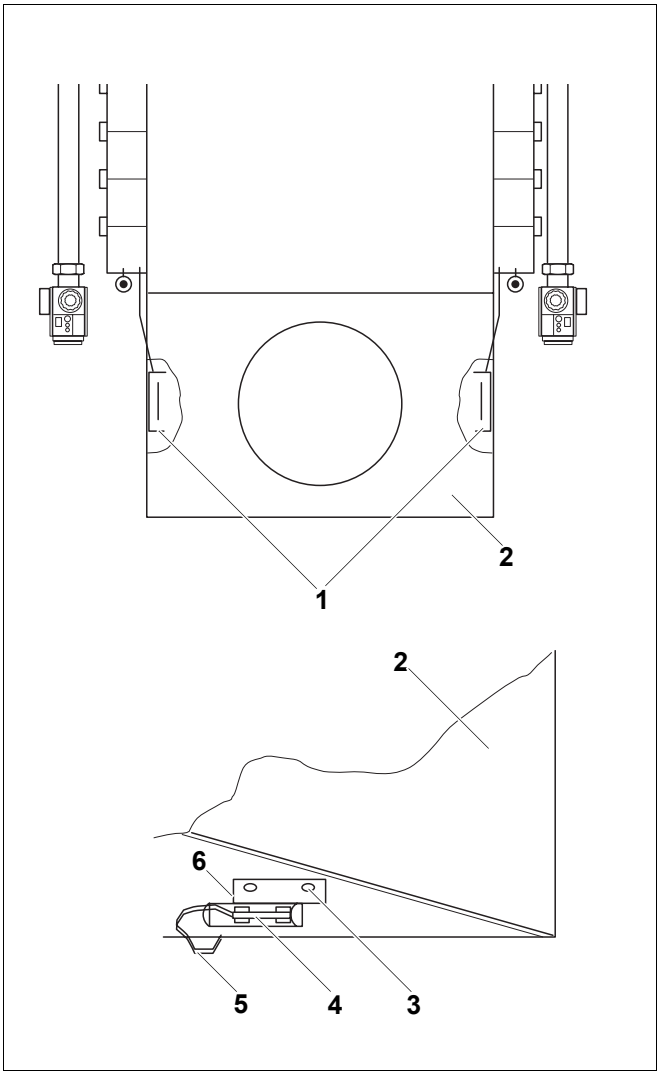

Rys. 72 Montaż czujnika zaniku ciągu kominowego
- Zamocować dwa wsporniki czujnika temperatury spalin (rys. 72, **poz. 1**) z lewej i z prawej strony wewnątrz przerywacza (rys. 72, **poz. 2**) w przewidzianych do tego otworach, mocując śruby (rys. 72, **poz. 3**) od zewnątrz.
- Przewód czujnika temperatury spalin (rys. 72, **poz. 5**) poprowadzić w kanale kablowym do wspornika.